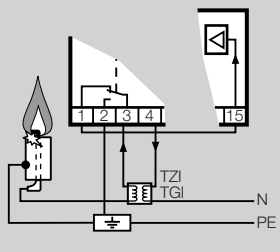

Fig. 4
**Einelektrodenbetrieb** (Fig. 4) Die Zündung und Überwachung des Brenners mit nur einer Elektrode ist möglich bei Einsatz von Zündtransformatoren TZI und TGI. Während der Zündung wird die Hochspannungswicklung des Zündtransformators über den Gasfeuerungsautomaten geerdet.
**Operation with one electrode** (Fig. 4) The ignition and control of the burner with only one electrode is possible when using ignition transformers TZI and TGI. During the ignition, the high voltage coil of the ignition transformer is earthed via the burner control unit.
**Opération avec une seule électrode** (Fig. 4) L'allumage et le contrôle du brûleur sont possible avec une seule électrode, si on utilisé des transformateurs d'allumage TZI et TGI. Pendant l'allumage, le bobinage à haute tension du transformateur d'allumage est mise à la terre, au moyen du boîtier de sécurité. Pour veiller la flamme, l'électrode est commutée à l'amplificateur de flamme du boîtier de sécurité, en passant le bobinage à haute tension.